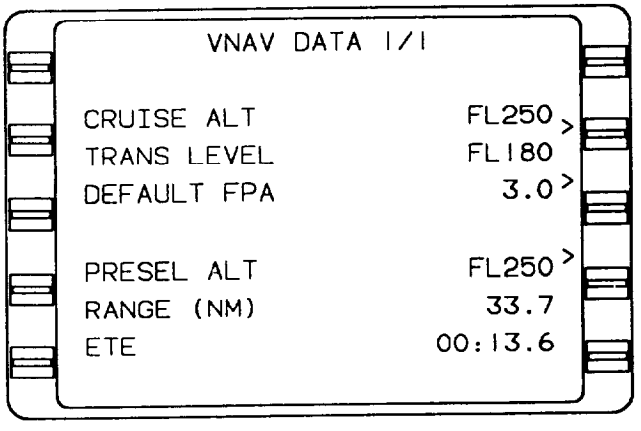

Figure 3-40. VNAV DATA 1/1 Page
(4) PRESEL ALT. This field displays preselected altitude **(PRESEL ALT)** inputs from the system in feet or flight level,
(5) RANGE (NM). This field displays range to preselected altitude in nautical miles and tenths of a nautical mile.
(6) ETE. This field displays the estimated time enroute **(ETE)** to the preselected altitude in hours, minutes, and tenths of a minute.
i. VNAV WAYPOINT 1/1 (page 1 of 1) (fig. 3-40).
(1) WAYPOINT. This field displays the **VNAV** waypoint identifier which may consist of from one to six alphanumeric characters.
(2) ALT. This field displays the constraint altitude which prefills from the database or can be manually entered. Any altitude entered which is greater than the transition level (from the **VNAV DATA** page) is converted to and displayed as flight level (rounded off to the nearest hundred feet). An altitude less than 1000 feet must be entered with a preceding zero. Altitudes below sea level are limited to -1000 feet. The following may appear in the altitude field: